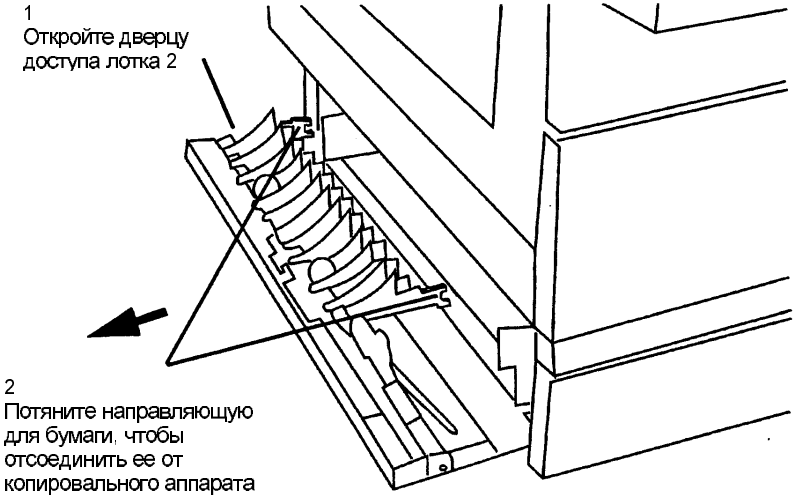

Рис. 1. Отсоединение направляющей бумаги.
2. Отсоедините направляющую бумаги (Рис. 1).